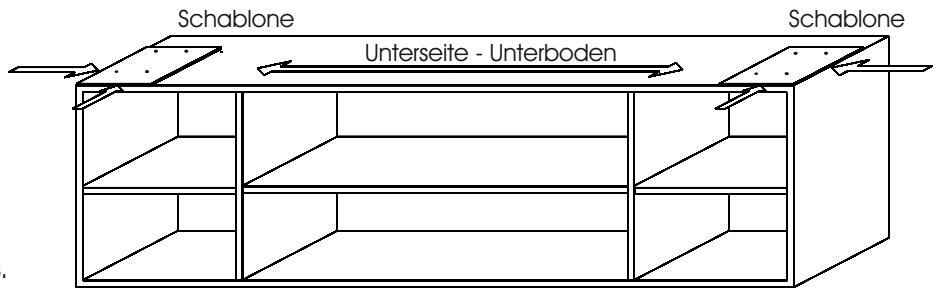

Abb. 1
2. Zeichnen Sie die Position der Kufen an. Hierzu verwenden Sie die mitgelieferte Schablone und halten diese an der vorderen und seitlichen Kante des Unterbodens bündig an. (Abb. 1)